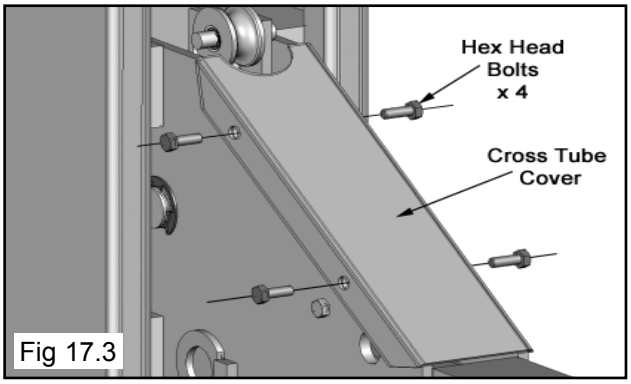

Fig 17.3
13. Install the four Cross Tube Covers. (See Fig 17.3)